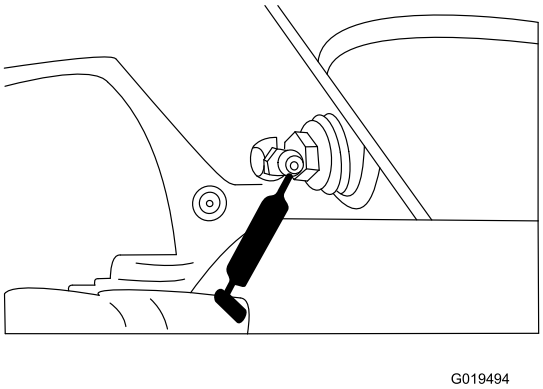

Bild 47
- Hinterachsen-Drehbüchsen (Bild 47).